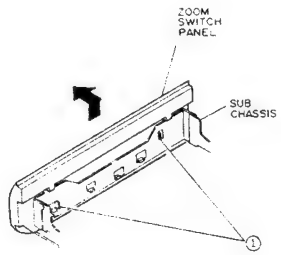

Fig. 2-28
1) Release two (2) tabs and remove the zoom switch plate from the sub chassis in the direction of the arrow. (See Fig. 2-28)